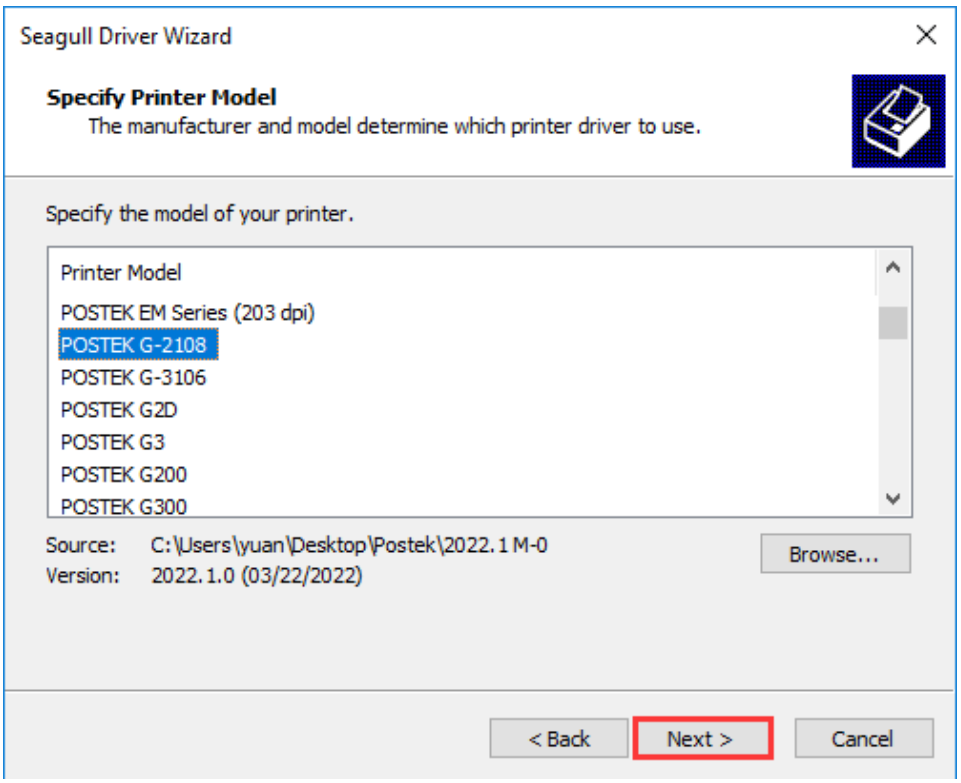

Figure 2-30 Specify Printer Model Screen
4. The "Specify Printer Model" screen displays, select the printer model (POSTEK G-2108 for example), and click "Next", as shown in Figure 2-30.